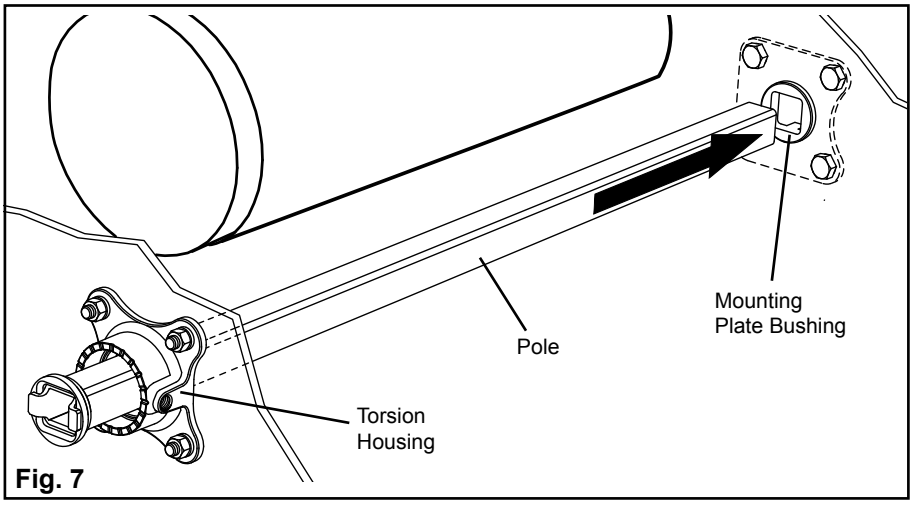

Fig. 7
13. Position pole through torsion housing and through mounting plate bushing on opposite side (Fig 7).